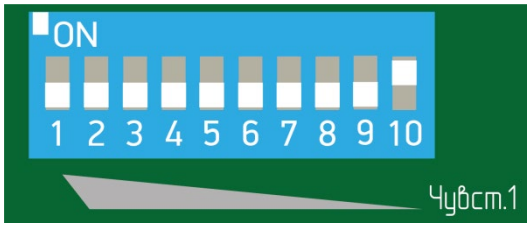

Рисунок 7.5
7.2.3.4 Максимальную чувствительность внутри диапазона устанавливают включением флажка 1 в положение «ON» (рисунок 7.5). Минимальную чувствительность устанавливают включением флажка 10 в положение «ON» (рисунок 7.5).